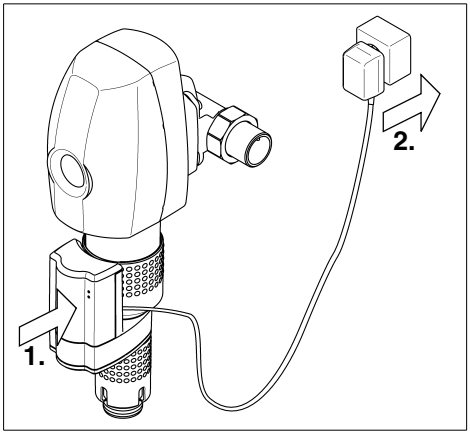

Abb. 9: Automatik schließen und einstecken
– Abdeckhaube der Automatik wieder aufstecken und hörbar einrasten lassen (siehe Abb. 9).